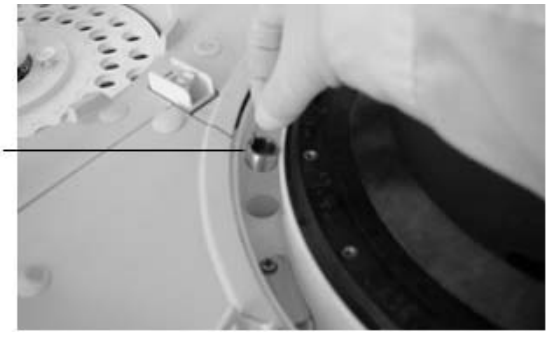

Figure 10-4-18
e)Take out the drain filter of the incubation bath as Figure 10-4-18 shows. Rinse it with water, and then place it in the original position.